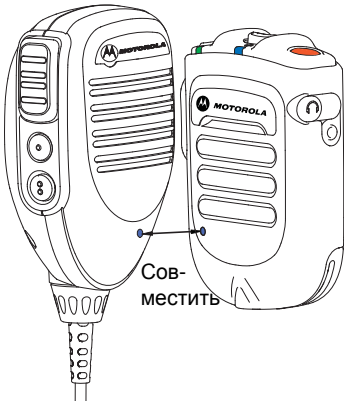

Рис. 2.10. Сопряжение WRSM
2. Разместите синюю точку (точка безопасного сопряжения) на WRSM на расстоянии 2,5 см от синей точки (точки безопасного сопряжения) мобильного микрофона с адаптером. См. Рис. 2.10.